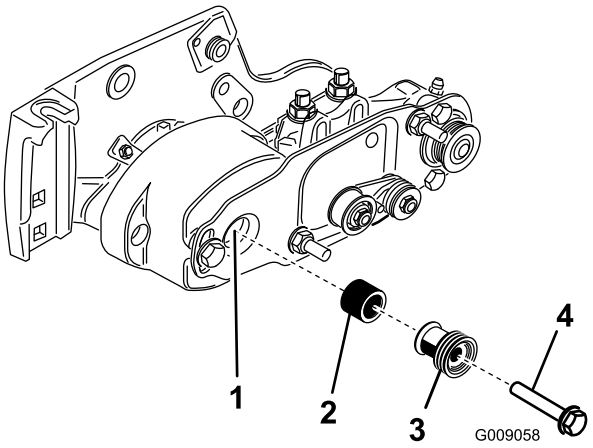

Figur 15
19. Montera distansbrickan på axeln i lagerhuset (Figur 15).
20. För in drivskivan i distansbrickan och på drivaxeln (Figur 15). Kontrollera att skivflikarna är placerade i skåran i drivaxeln.
21. Fäst skivan och distansbrickan på drivaxeln med en flänsskruv (3/8 × 2 tum) (Figur 15).